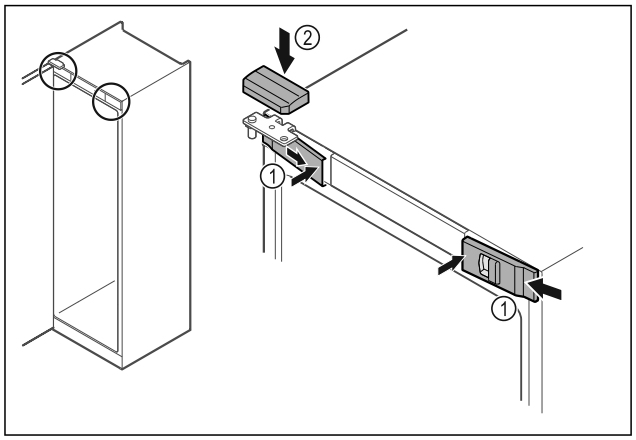

*Fig. 48 **
▶ Зацепите сбоку и защелкните передние крышки *Fig. 48 (1)* с внутренней стороны.*
▶ Защелкните верхнюю крышку *Fig. 48 (2)* сверху.*